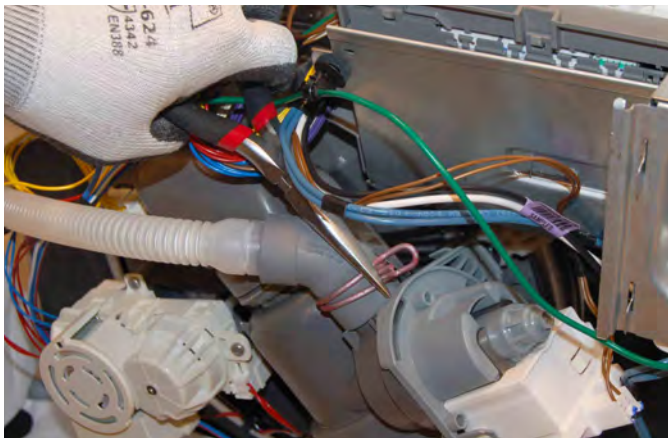

Figure 1
2. Release hose clamp and pull off the hose, (see Figures 1 and 2).